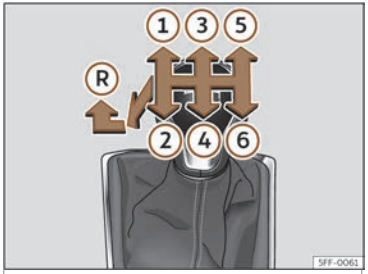

Fig. 146 Esquema d'un canvi manual de 6 marxes.
A la palanca de canvis s'indiquen les posicions de les marxes››› **fig. 146** .
- Amb la palanca de canvis en punt mort, pressioneu-la cap avall, moveu-la a l'esquerra fins al final i després cap endavant per seleccionar la marxa enrere››› fig. 146 Ⓡ.